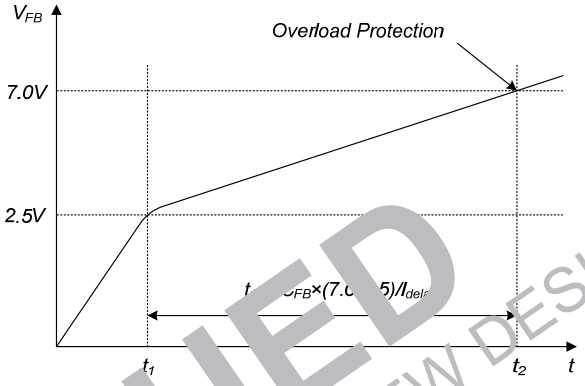

Figure 22. Overload Protection
4. Overload Protection (OLP): Overload is defined as the load current exceeding its normal level due to an unexpected abnormal event. In this situation, the protection circuit should trigger to protect the SMPS. However, even when the SMPS is in normal operation, the overload protection circuit can be triggered during the load transition. To avoid this undesired operation, the overload protection circuit is designed to trigger only after a specified time to determine whether it is a transient situation or a true overload situation. Because of the pulse-by-pulse current-limit capability, the maximum peak current through the SenseFET is limited and, therefore, the maximum input power is restricted with a given input voltage. If the output consumes more than this maximum power, the output voltage (V_{OUT}) decreases below the set voltage. This reduces the current through the opto-coupler LED, which also reduces the opto-coupler transistor current, increasing the feedback voltage (V_{FB}). If V_{FB} exceeds 2.5V, D1 is blocked and the 2.0μA current source starts to charge C_{FB} slowly up. In this condition, V_{FB} continues increasing until it reaches 7.0V, when the switching operation is terminated, as shown in Figure 22. The delay for shutdown is the time required to charge C_{FB} from 2.5V to 7.0V with 2.0μA. A 25 ~ 50ms delay is typical for most applications. This protection is implemented as auto-restart.
5. Soft Burst Mode: To minimize power dissipation in Standby Mode, the FSL156MRIN enters Burst-Mode operation. As the load decreases, the feedback voltage decreases. As shown in Figure 22, the device automatically enters Burst Mode when the feedback voltage drops below V_{BURL} (350mV). At this point, switching stops and the output voltages start to drop at a rate dependent on standby current load. This causes the feedback voltage to rise. Once it passes V_{BURH} (500mV), switching resumes. The feedback voltage then falls and the process repeats. Burst Mode alternately enables and disables SenseFET switching, reducing switching loss in Standby Mode.